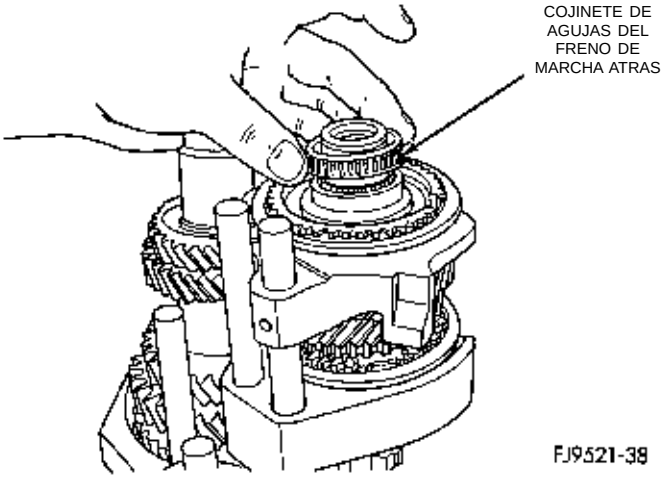

Fig. 61 Cojinete de agujas del freno de marcha atrás
(5) Instale el cojinete de agujas del freno de marcha atrás (Fig. 61).